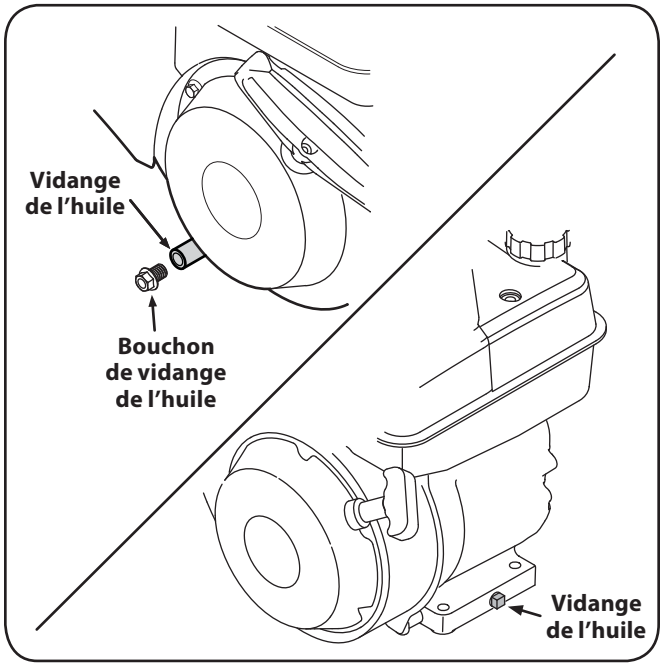

Figure 6-2
3. Localisez le bouchon de vidange de l'huile s'il y en a un (voir la notice d'utilisation'de l'équipement pour des instructions supplémentaires). Voir la Figure 6-2.
6. Retirez le bouchon de vidange de l'huile. Voir la Figure 6-2.